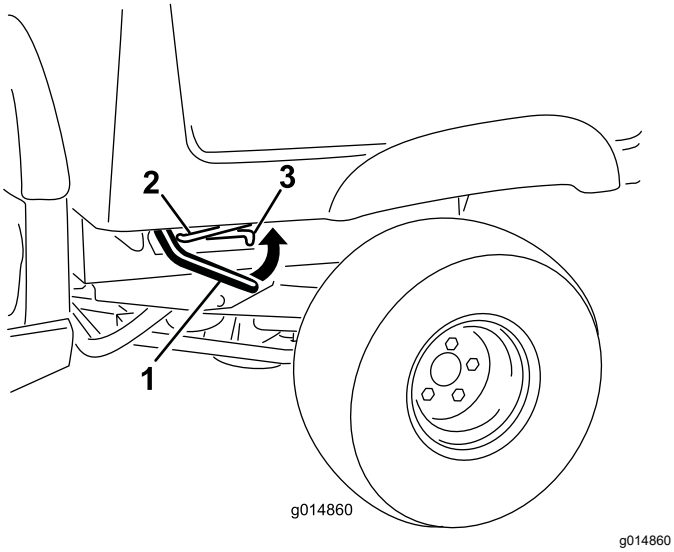

Figur 13
1. Lyft upp spaken på lådans båda sidor och lyft upp boxen (Figur 13).
1. Höj upp lastlådan något genom att lyfta upp låsspärren (Figur 13).